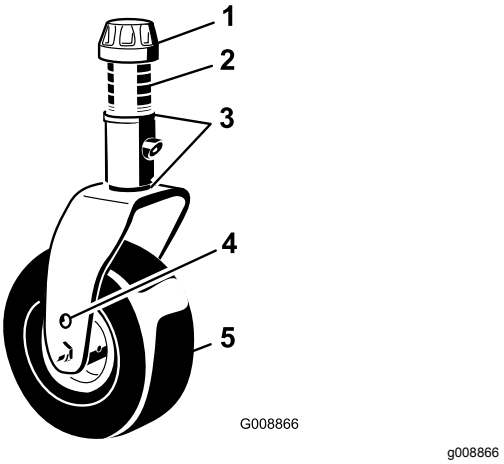

Figur 104
1. Ta bort spännlocket från spindelaxeln och skjut ut spindeln ur svänghjulsarmen (Figur 104). Flytta mellanläggen på lämpligt sätt för att höja eller sänka svänghjulet tills klippenhetens lutning är korrekt.